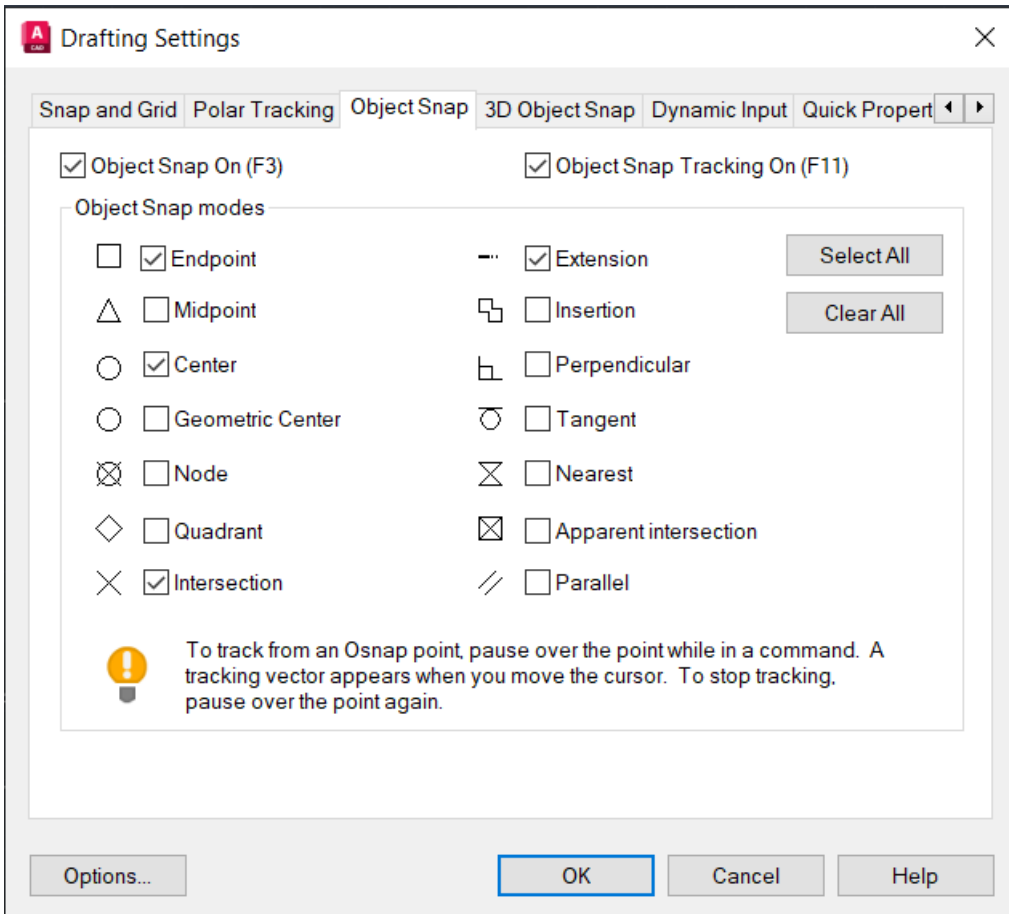

**Рис. 15**. Вікно налаштування креслення
2. У діалоговому вікні ***Режими малювання***, що відкриється (рис. 15), поставити позначки на прив’язках, що повинні постійно відслідковуватись.
Вибір локальної прив'язки в AutoCAD здійснюється вибором режиму прив'язки натисканням **правої клавіші миші** (ПКМ), утримуючи при цьому затиснутою клавішу **Shift** або **Ctrl**. З контекстного меню (рис. 15), що відкривається, вибрати необхідну прив’язку.